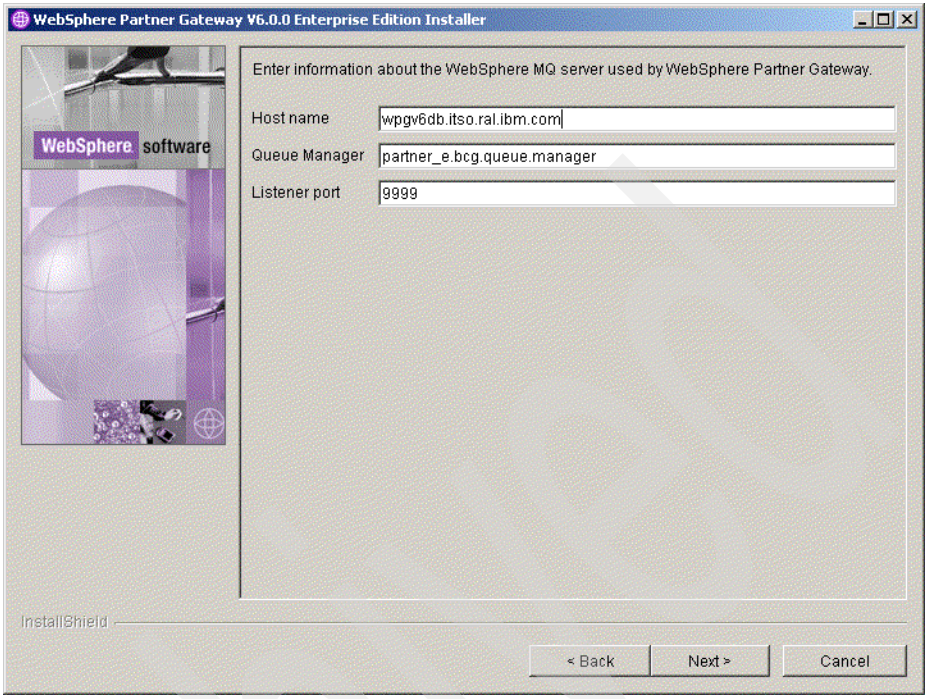

Figure 5-37 WebSphere MQ components
14. The installation program continues to request information about WebSphere MQ (Figure 5-37 on page 97). The installation program needs:
Click **Next**. See Figure 5-37 on page 97.